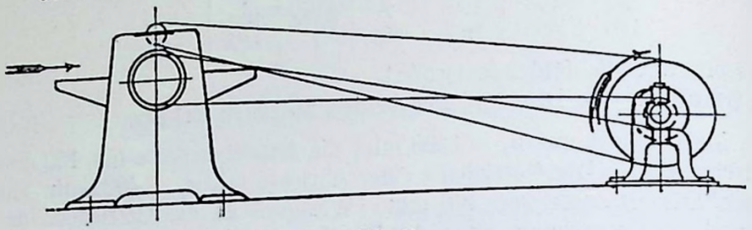

Abb. 68.
25. Für den Antrieb des Vorschubs einer Dicktenhobelmaschine (Abb. 68) ist die Größe der beiden Durchmesser der Stufenscheibe $D = 270$